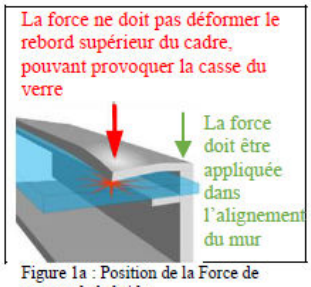

Figure 1a : Position de la Force de serrage de la bride
1) **Attaches ou brides de serrage** : Monter le module en installant les brides sur les côtés longs du module. Se reporter aux plages admissibles à la section 5.0 (Annexe). Les installateurs doivent s'assurer que les attaches ou brides de serrage sont suffisamment solides pour résister à la pression maximale à laquelle le module peut être soumis. Les brides et attaches de serrage ne sont pas fournies par SunPower. Les brides qui maintiennent le haut du cadre ne doivent pas déformer son rebord supérieur. La bride doit appliquer une force dans l'alignement du « mur » du cadre du panneau et non seulement sur le rebord supérieur. Les brides ou les procédures d'installation qui exercent une force excessive sur le rebord supérieur vont déformer le cadre, annuler la garantie et risquent de briser le verre. La Figure 1a illustre la position de la force à appliquer par la bride sur la partie supérieure du cadre. Ne pas positionner la bride à moins de 50 mm du coin du panneau pour éviter le risque de déformer le rebord supérieur du cadre et de casser le verre Le couple de serrage des brides ne doit pas dépasser 15 N.m pour réduire les risques de déformation du cadre. Le système de montage doit être évalué pour sa compatibilité avec les panneaux avant toute installation, tout particulièrement quand le système n'utilise pas de brides ou d'attaches de serrage. Veuillez contacter Maxeon Solar Technologies pour valider l'utilisation d'attaches ou de brides de serrage non conventionnelles avec des valeurs de couple de serrage supérieures aux valeurs mentionnées ci-dessus.